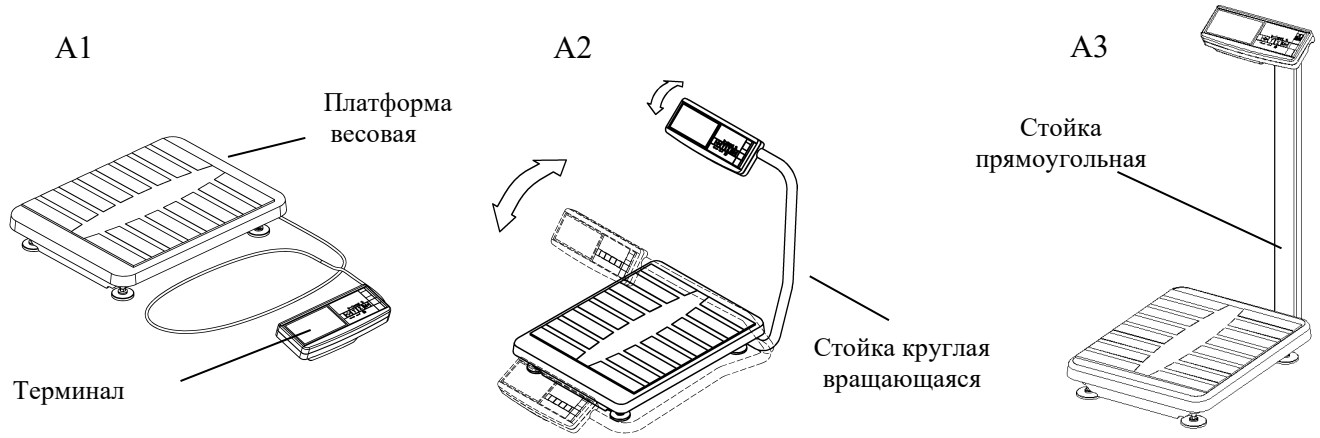

Рисунок 6.1 – Внешний вид весов
Весы состоят из платформы весовой и терминала (рис. 6.1).
- Вращая стойку (рис. 6.1), установить ее в удобное для работы положение и зафиксировать, плотно затянув винты в кронштейнах основания (восемь винтов). На входе в стойку оставить припуск кабеля длиной 20-30 мм.